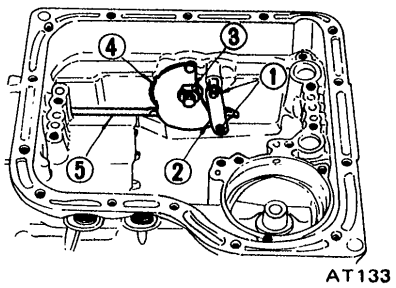

Fig. AT-67 Removing manual plate
21. Pry snap rings ① from both ends of parking brake lever ② and remove the lever. Back off manual shaft lock nut ③ and remove manual plate ④ and parking rod ⑤ See Figure AT-67.